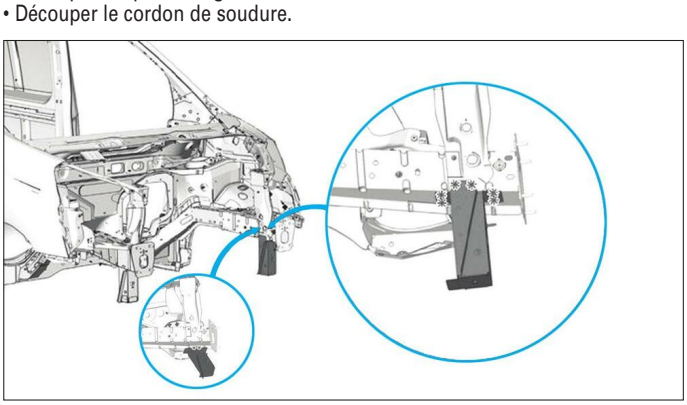

**FIG. 19**
• Découper les points **(Fig.19)**.